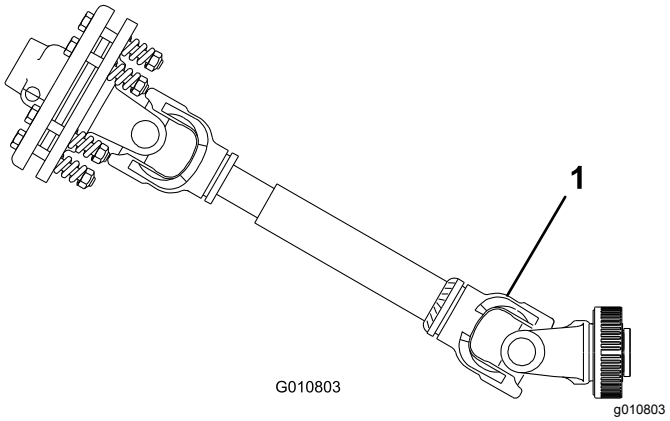

**Figuur 27**
***Belangrijk:*** **Til de beluchter niet hoger dan nodig wanneer u de aftakas aansluit. Als u de machine te hoog tilt, kunnen de scharnierpunten van de aftakas breken (Figuur 27). Schakel de aftakas uit wanneer u de beluchter omhoogbrengt. U kunt de aftakas bedienen in een hoek van maximaal 25°, maar overschrijd nooit een hoek van 35° wanneer de beluchter zich in de hoogste stand bevindt.**